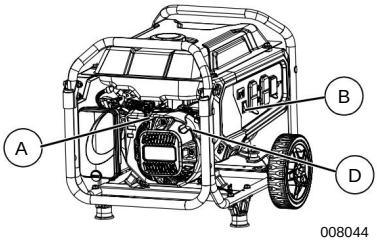

Figura 3-2. Controles del motor 5.
3. Consulte *la Figura 3-2.* Abra la válvula de corte de combustible (A).
4. Gire el interruptor RUN/STOP del motor (B) a CORRER. Consulte *la Figura 3-2.*
6. Consulte *la Figura 3-2.* Sujete con firmeza el mango de retroceso (D) y tire lentamente hasta que sienta una mayor resistencia. Tire rápidamente hacia arriba y lejos.